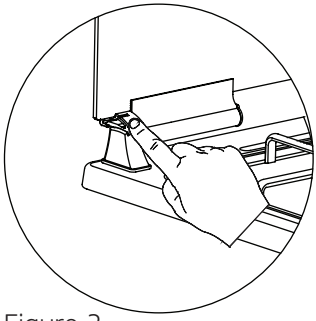

Figure 2
**2.** As shown in figure 2, the glass door can be closed by pressing the plastic clip with a finger.